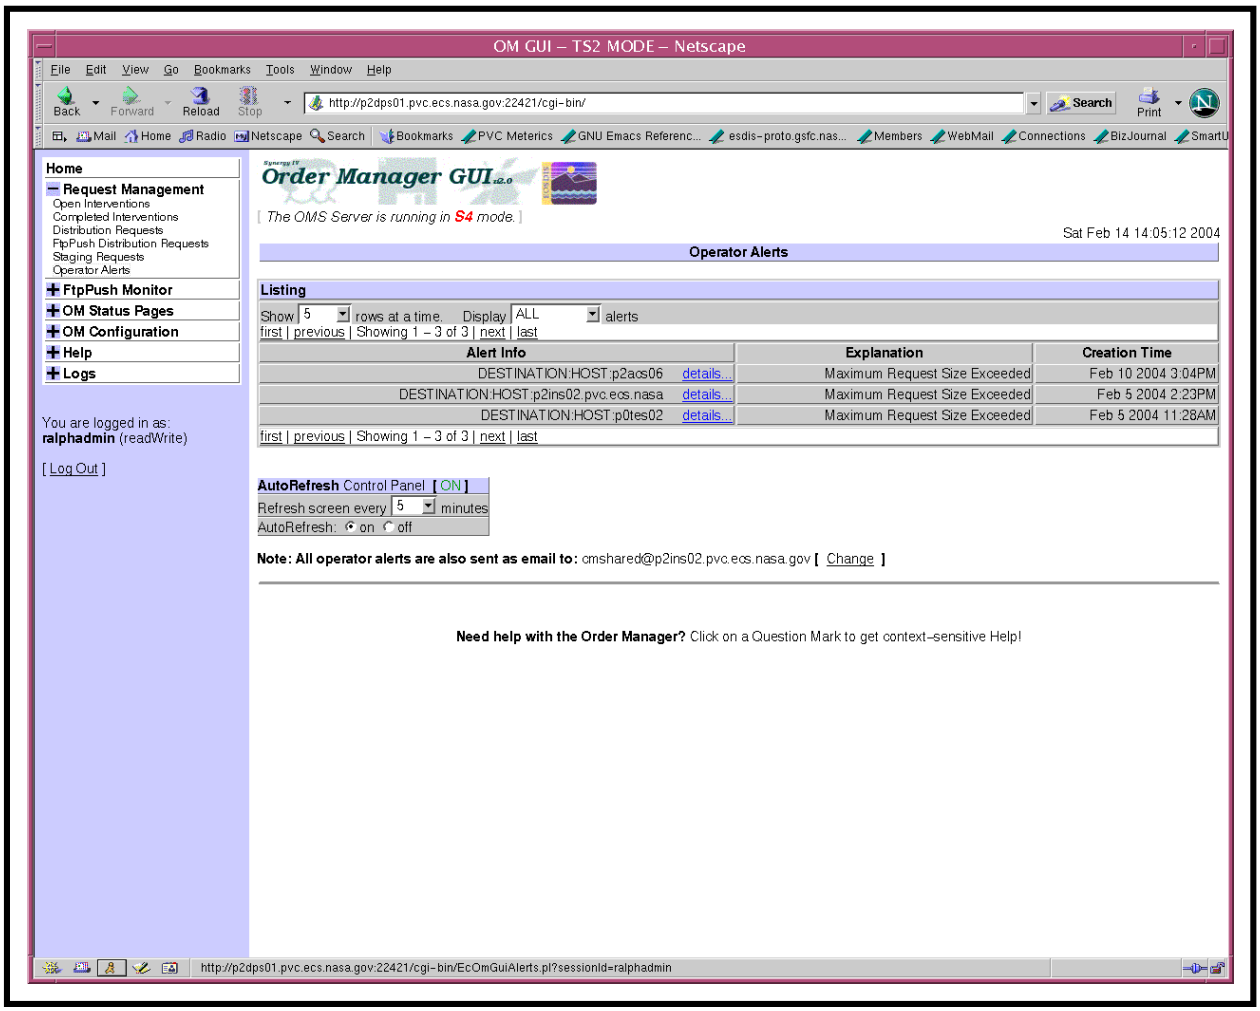

Figure 43. Operator Alerts Page
The **Operator Alerts** page (Figure 43) provides the Distribution Technician (whether full-capability or limited capability operator) with a means of viewing operator alerts. The following types of operator alerts can be displayed:
- The **Operator Alerts** page (Figure 43) is displayed.